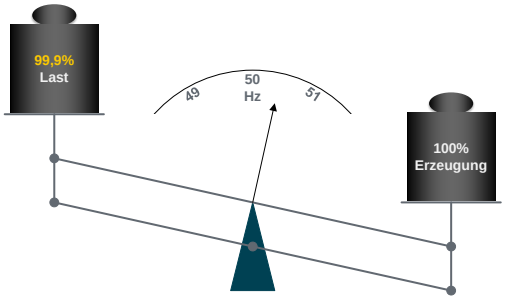
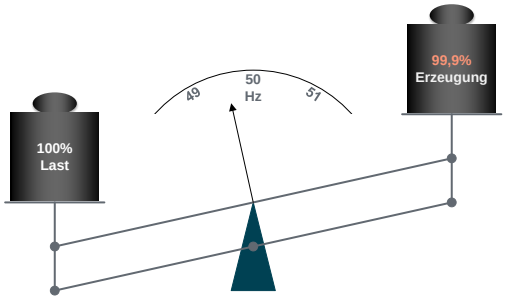

*Bild 8: Ein **Promille** weniger Last als Erzeugung im Verbundnetz – und schon nach etwa 6 s läge ein kritischer Zustand vor!*
*Bild 9: Ein **Promille** zu wenig Erzeugung am Netz – und schon nach wenigen Sekunden kippt der Zustand von Bild 8 in sein Gegenteil!*
Aus diesen Betrachtungen folgt aber auch: Fällt von der gesamten in das europäische Verbundnetz eingespeisten Leistung auch nur 1‰ (in Worten: Ein Promille!) plötzlich außerplanmäßig aus, so fällt die Frequenz innerhalb von nur etwa 12 s vom oberen (Bild 8) zum unteren Krisenrand (Bild 9)! Die Leistung des nachfolgend betrachteten Generators im zukünftigen Block 3 des Kernkraftwerks Olkiluoto (Abschnitt 9.1) – und auch der könnte einmal unversehens »aussteigen« – liegt aber eher um 1% als bei 1‰ der aus dem europäischen Verbundnetz normaler Weise entnommenen Leistung. Dies zeigt, wie schnell die Regelleistungs-Kraftwerke reagieren müssen, damit »nichts passiert«, wenn denn doch einmal »etwas passiert«.
- Die Abschaltungen in Übertragungsnetzen (Hochspannung, Höchstspannung) werden durch Energiemangel (unter Umständen auch Energie-Überschuss), also ein Ungleichgewicht der Leistungen auf der Balkenwaage (Bild 8, Bild 9), verursacht.